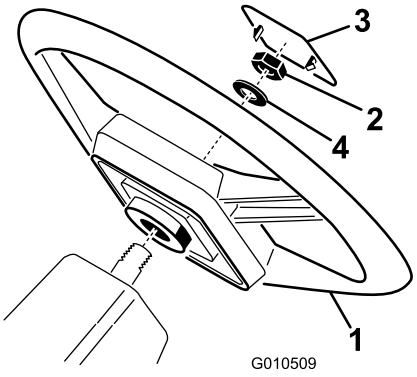

Figura 3
1. Desmonte a porca do eixo da direcção. Encaixe o volante e a anilha na coluna de direcção (Figura 3).